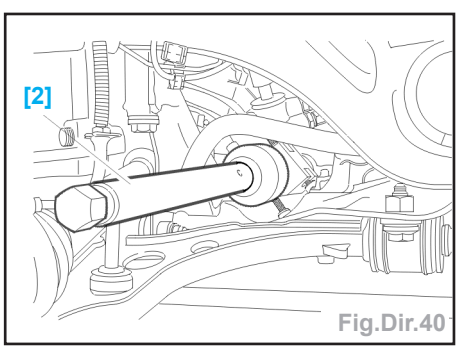

Fig.Dir.40
- Mettre en place l'outil [2] (Clé à rouleau ref.0721-A) sur la bielle de connexion à remplacer (Fig.Dir.40).